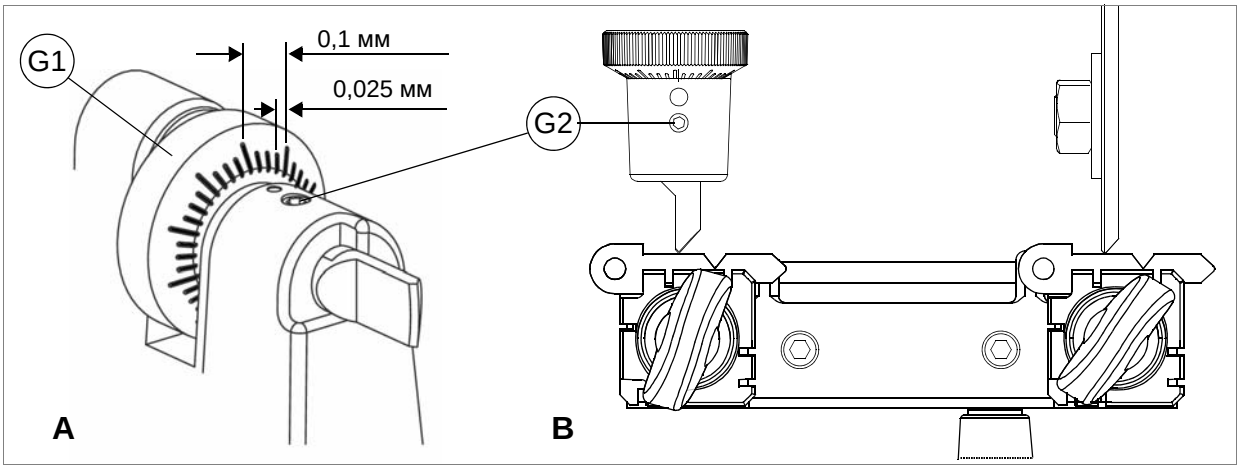
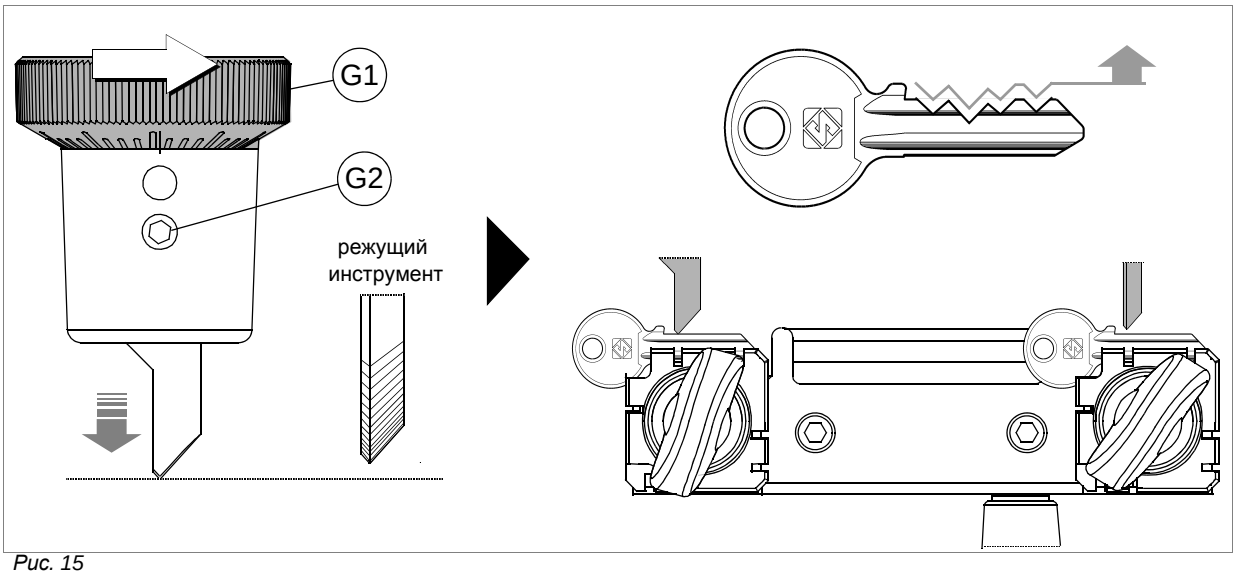

Рис. 14
Рис. 15
6) Поднимите каретку и передвиньте ее к режущему инструменту (рис. 14).
b) поворачивайте кольцевую гайку (G1) по часовой стрелке для перемещения копира (рис. 14 и рис. 15).
ВНИМАНИЕ: каждая метка на шкале с градовым делением соответствует 0,025 мм (рис. 14).